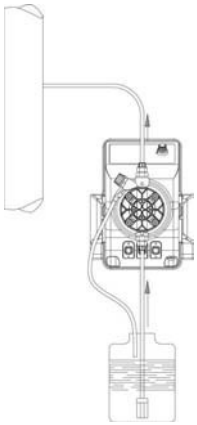

Fig. 5
c.- Positionieren Sie die Pumpe gemäß Abbildung 5, wobei zu beachten ist, dass sie sowohl unter- als oberhalb des Füllstands der zu dosierenden Flüssigkeit innerhalb einer Obergrenze von 2m angebracht werden kann. Der Einspritzpunkt ist immer so hoch wie möglich zu positioneren.